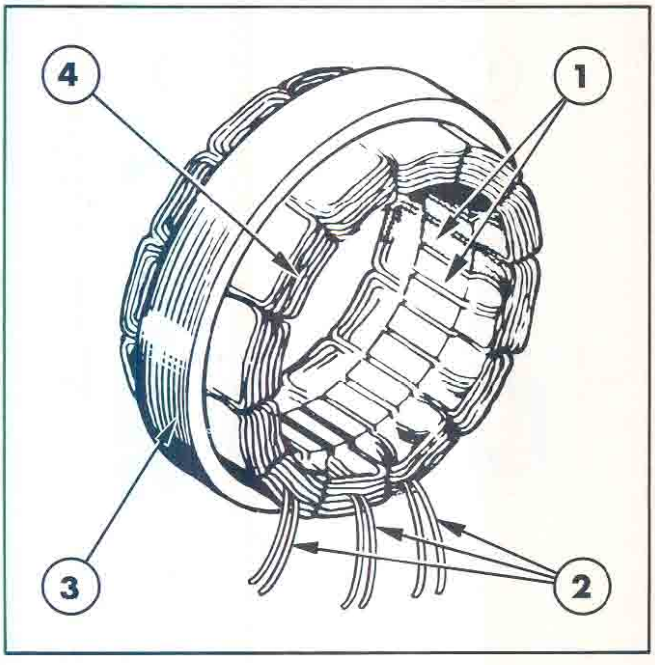

Figure 40
1. The alternator stator assembly, Figure 40, consists of three individual windings, wound on a common core or lamination. The lamination is epoxy coated to provide durable insulation.